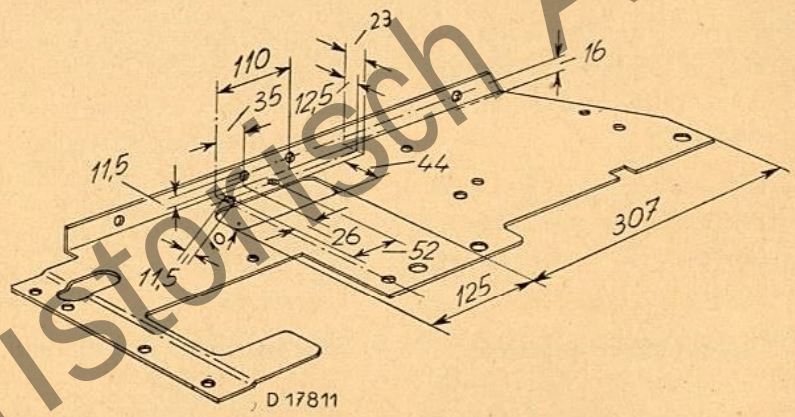

Bild 12
1. Linkes Bodenblech, wenn nötig, nach Bild 12 anreißen, ausschneiden und bohren.